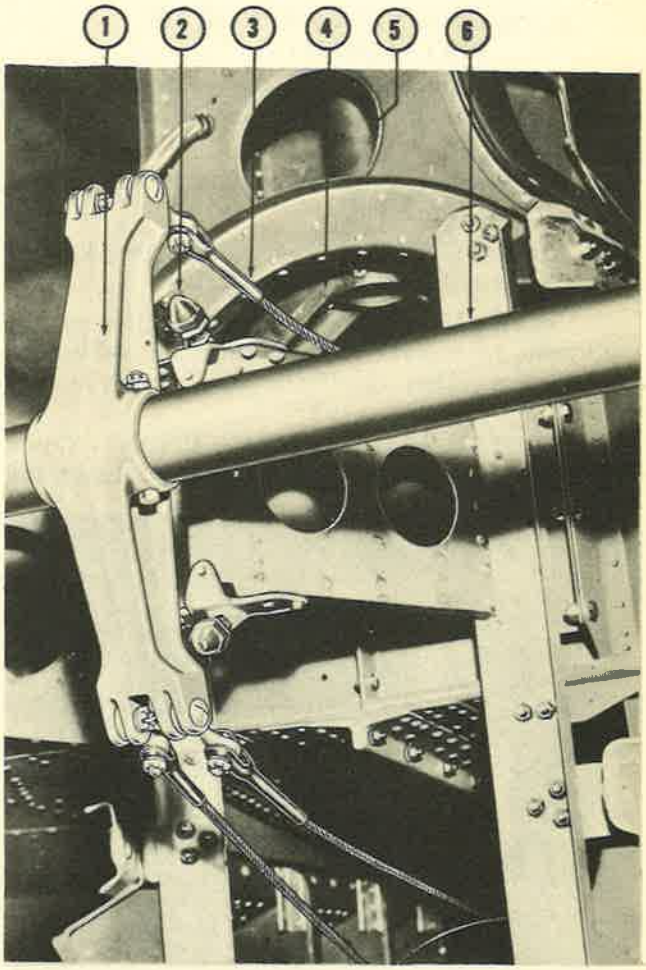

Figure 328—Elevator Horn and Stop Assembly
d. Remove the bolts which connect the elevator to the elevator torque tube. (See figure 328.)
KEY TO FIGURE 328